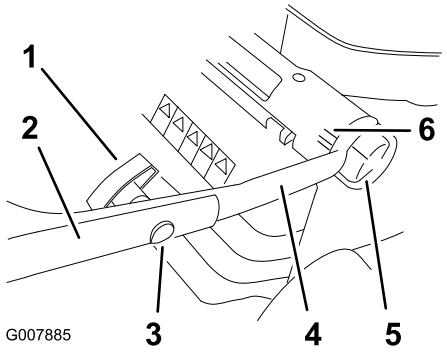

Figur 3
1. Løsn grebene til justering af håndtagets højde, og drej det nederste håndtag mod plæneklipperens bagende, indtil det falder på plads i en af håndtagets højdeindstillinger som vist i Figur 3. Se afsnittet Justering af håndtagets højde for at indstille håndtagets højde.
3. Monter den øverste del af håndtaget på den nederste del af håndtaget med boltene med linsehoveder og de håndtagsknapper, der er vist i Figur 3. **Stram håndtagsknapperne forsvarligt.**
Håndtaget kan indstilles til tre højder: høj, mellem og lav (Figur 3). Indstil håndtaget i den højde, der passer bedst til dig.